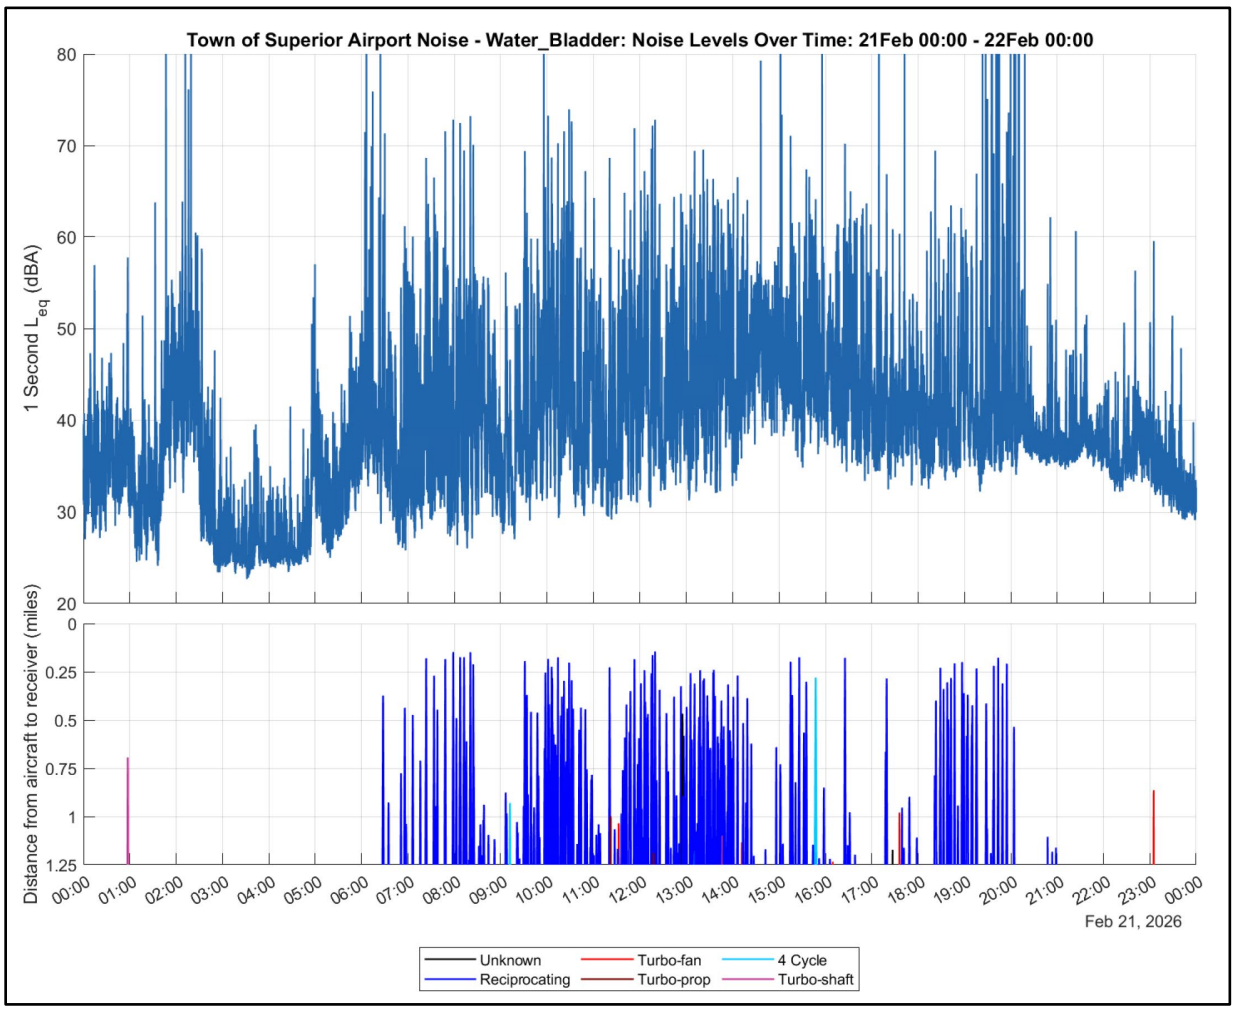

Figure 2 – Noise Levels and Aircraft Operations on Median Day (Water Bladder)
- Figure 2 shows the measured noise levels and concurrent aircraft activity for this day. Maximum noise levels generated by individual aircraft operations exceeded the ambient sound level by at least the following levels for the durations noted: